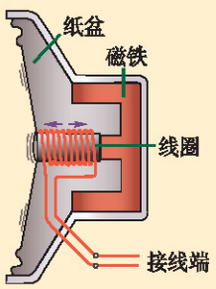

图 1-7-6
2. 音箱设备中的扬声器，可以把放大了的音频电信号还原成声音．小型扬声器的内部构造如图 1-7-6 所示，说明扬声器是怎样工作的．（接线端加有与声音频率相同的电压信号）